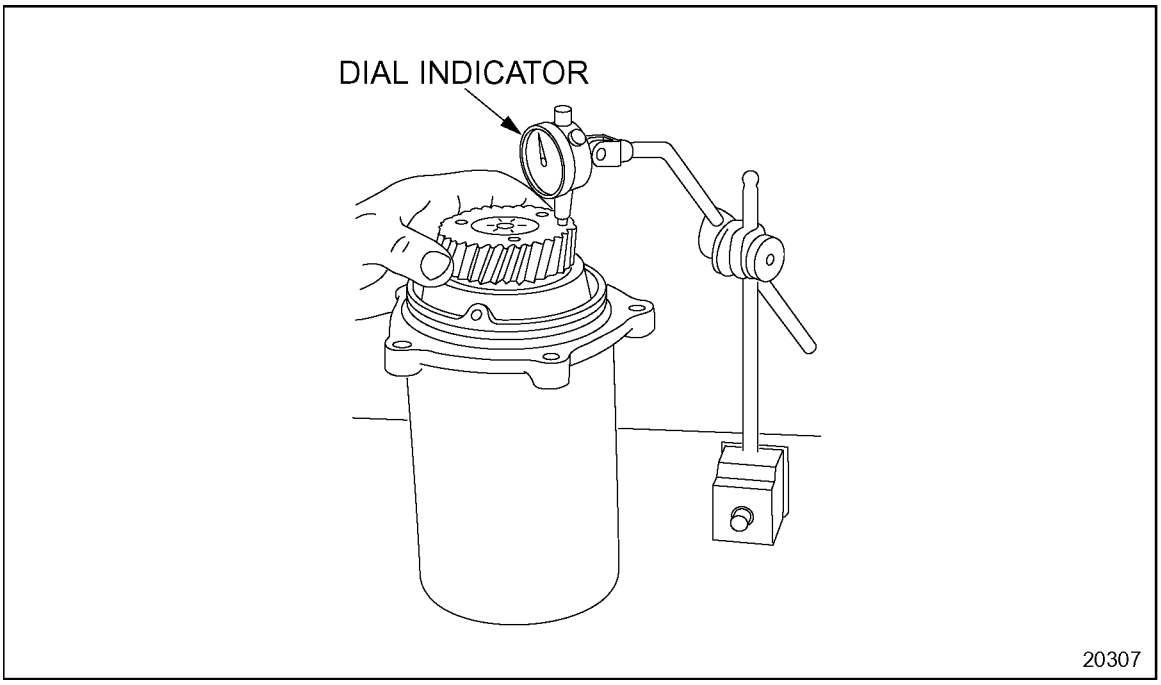

Figure 1-481 Accessory Drive Gear TIR Measurement
22. Support the accessory drive assembly. See Figure 1-481.
23. Assemble a dial indicator and magnetic base, so that the indicator stem rests on the face of the accessory drive gear just inboard of the drive gear teeth. See Figure 1-481.
25. Rotate the drive gear two full rotations. See Figure 1-481. As the gear is rotated, the dial indicator needle may register both to the left and right of zero.